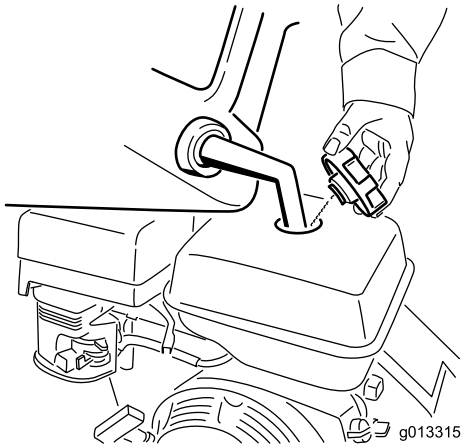

Figura 12
3. Limpie alrededor del tapón de combustible y retírelo (Figura 12).